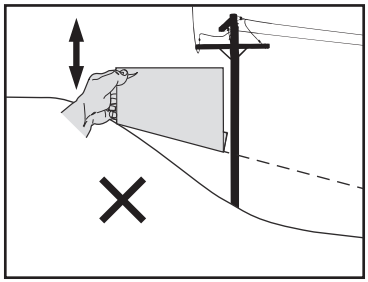

Fig. 02
**5.** Se houver um espaço vazio abaixo do medidor, a inclinação é muito íngrime para uma operação segura [Fig. 02].